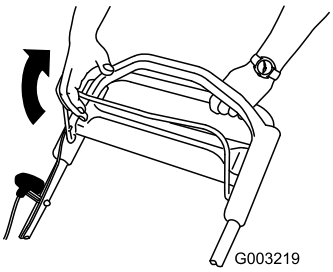

Figuur 13
1. Trek de bedieningsstang van het maaimes naar de handgreep toe (Figuur 13).